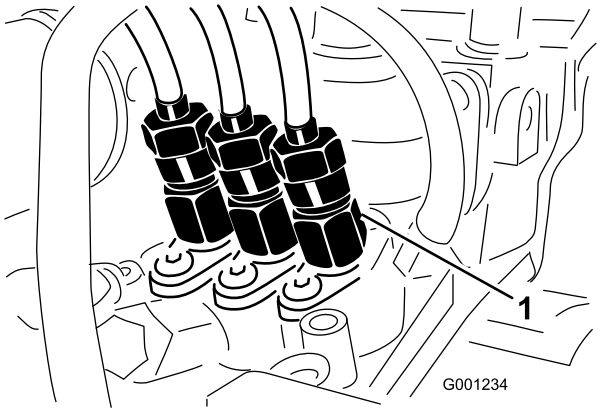

Figur 51
1. Løsn rørforbindelsen til den første indsprøjtningsdyse og holdersamlingen ved indsprøjtningspumpen (Figur 51).